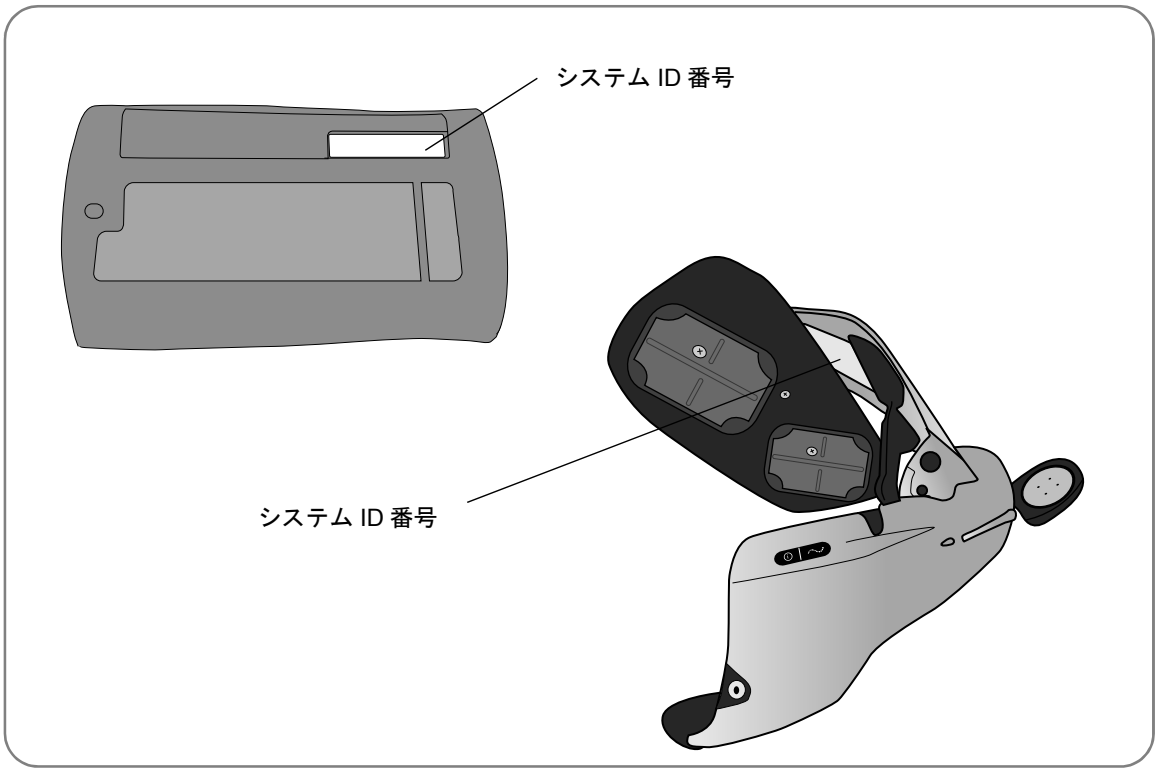

図 12-2：システム ID 番号の場所
4. 既存のシステムコンポーネントのシステム ID 番号（例えば A334）を捜します。システム ID 番号は、H200 ワイヤレスコントロールユニットの背面と H200 ワイヤレス装具の伸筋ウィング部の下にあります（図 12-2 を参照）。